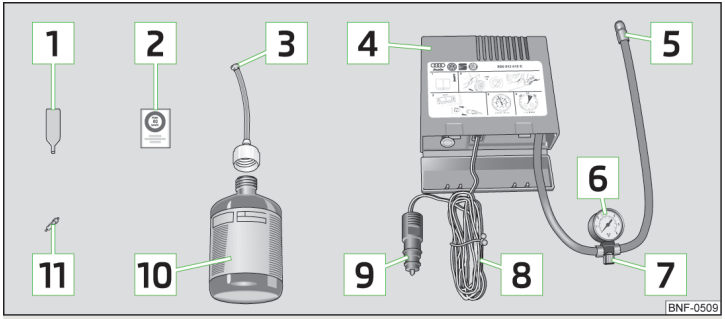

Fig. 112 **Principle sketch: Components of the breakdown kit**
Components of the breakdown kit » Fig. 112
- Stick the sticker 2 » Fig. 112 *on page 122* on the dashboard in the driver's field of view.
- Forcefully shake the tyre inflator bottle 10 » Fig. 112 *on page 122* several times.
- Screw the tyre inflation hose 5 » Fig. 112 *on page 122* of the air compressor firmly onto the tyre valve.